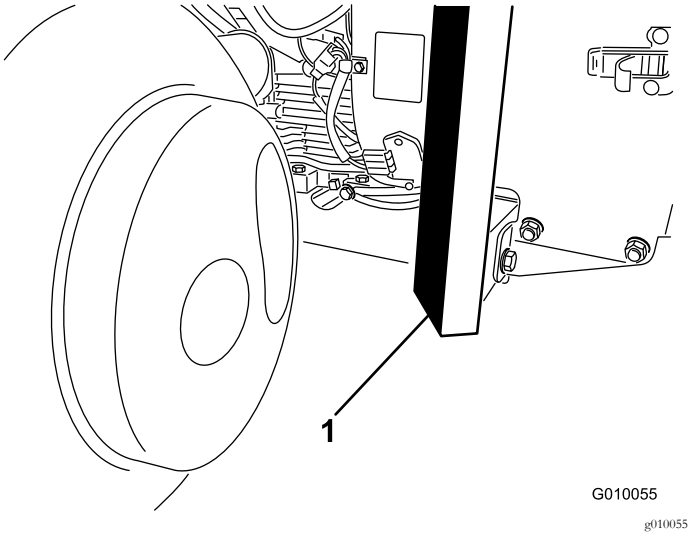

Figur 40
3. Plasser jekken trygt under den fremre delen av rammen (Figur 40).